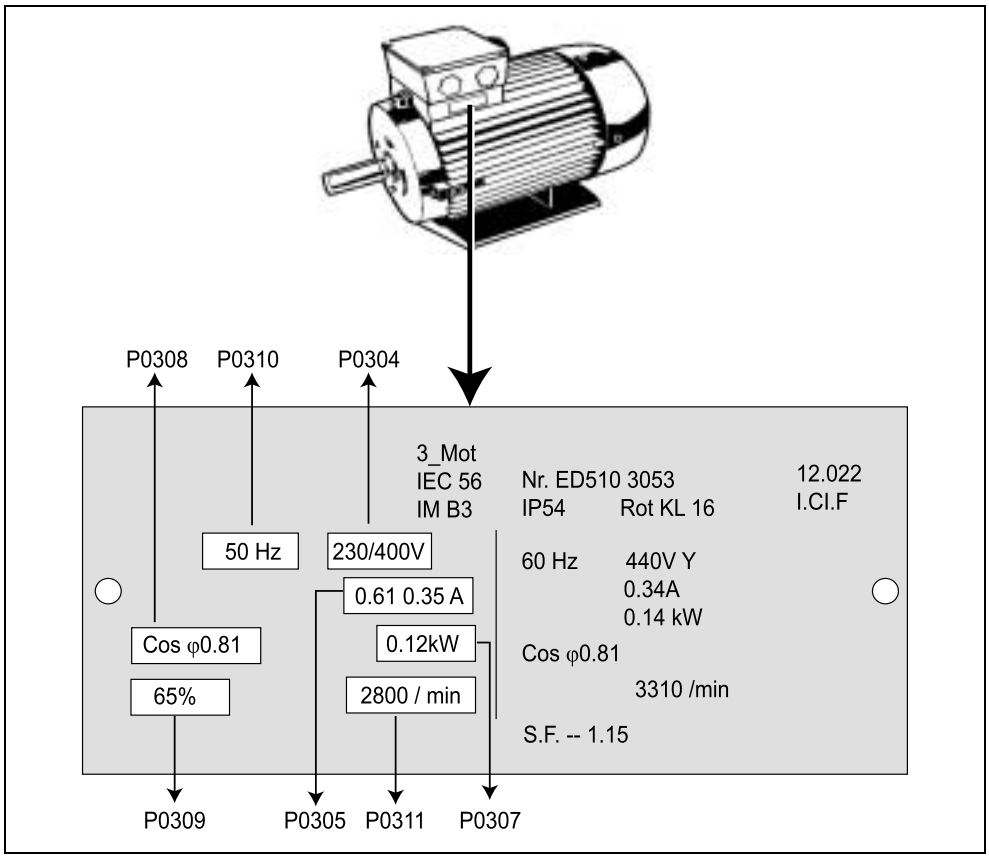

Figure 3-7 Exemple type de plaque signalétique
1. Le variateur ne comporte pas d'interrupteur secteur et est sous tension dès qu'il est relié au réseau. Il reste en position d'attente, sortie désactivée, jusqu'à ce que l'opérateur actionne la touche MARCHE "I" ou qu'un signal numérique de marche (ON) soit délivré sur la borne 5 (marche à droite).
3. Le variateur est programmé en usine pour des applications types avec moteurs Siemens standard à quatre pôles de même puissance nominale. L'utilisation d'autres moteurs impose d'entrer les caractéristiques inscrites sur la plaque signalétique du moteur. Pour plus de détails sur la manière de relever les caractéristiques du moteur, voir Figure 3-7.